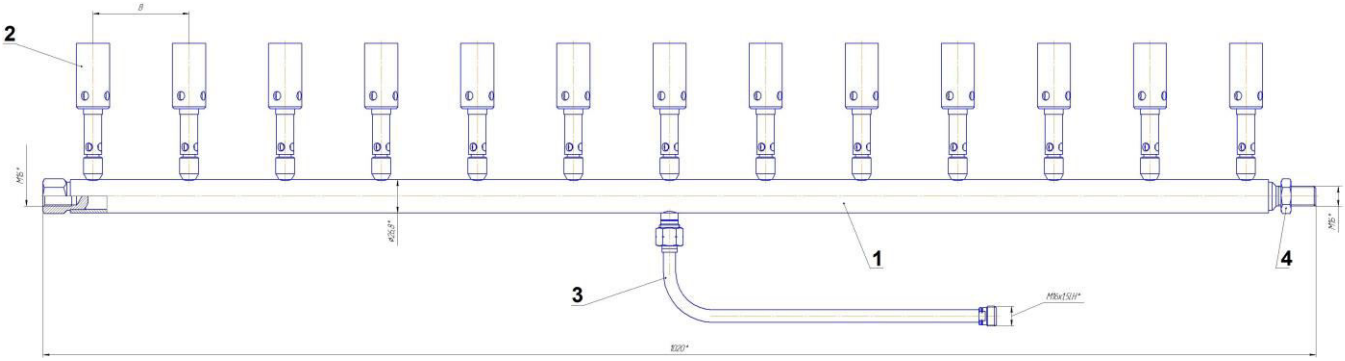

Рис.1 Горелка ГВ Л-1000/13
4.1 Горелка (см. рис.1) состоит из прямолинейного коллектора 1 с наконечниками 2 и удлинителя 3.